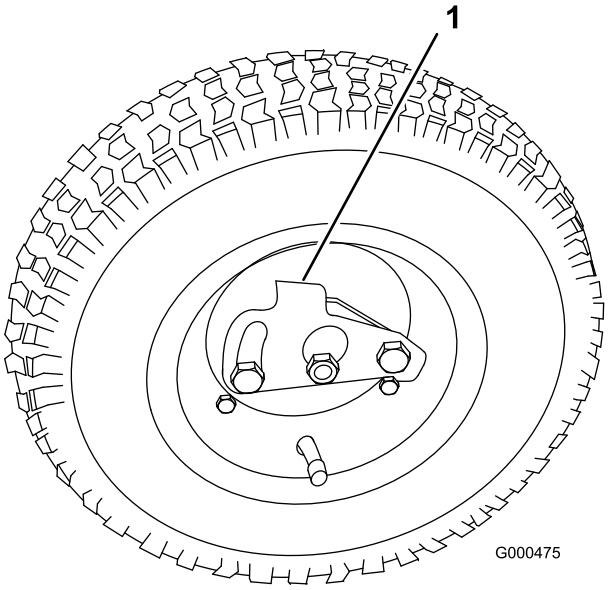

Figuur 8
2. Draai de sluitklem van het wiel weg van het midden van het wiel en schuif het wiel op de zeskantige as (Figuur 8).